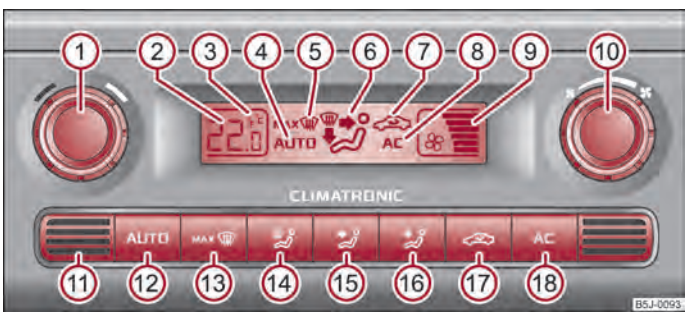

Fig. 80 Climatronic: Comandi
- Premere il tasto AUTO ⇒ fig. 80.
Premere e tenere contemporaneamente premuti i tasti AUTO e AC ⇒ fig. 80. Sul display vengono visualizzati i valori nell'unità di misura desiderata.
– Premere il tasto MAX ⇒ fig. 80.
– Ruotare la manopola ⑩ ⇒ fig. 80 verso sinistra (per diminuire la velocità del ventilatore) o verso destra (per aumentare la velocità del ventilatore).
– Premere il tasto (17) ⇒ fig. 80, nel dispaly viene visualizzato .